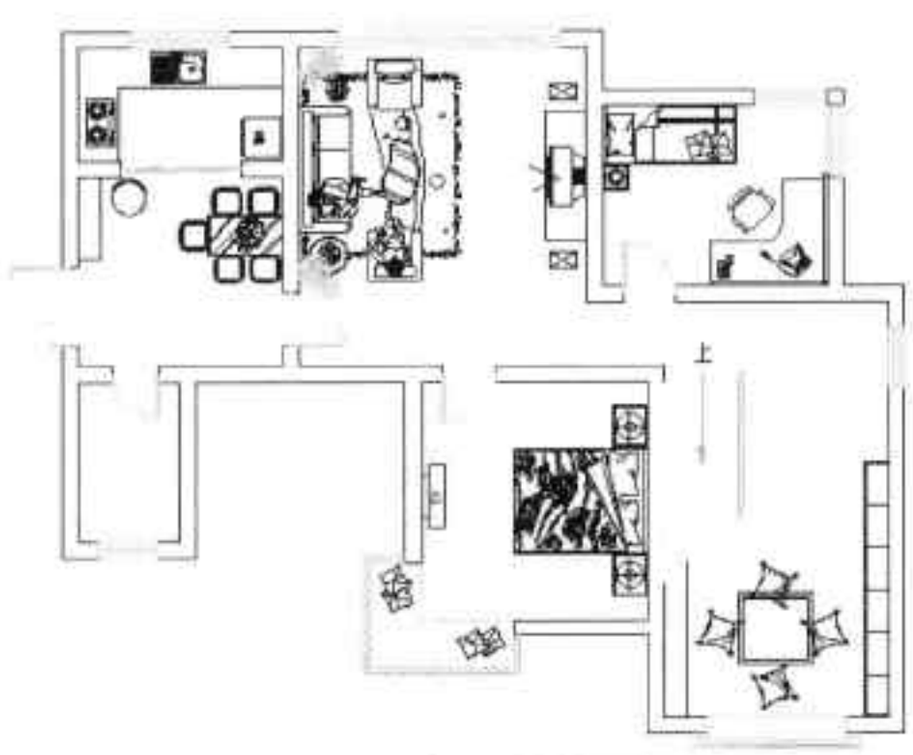

图18-13 插入其他图块
Step 13 按照同样的操作方法，插入餐桌、衣柜、炉灶、休闲座椅等图块，结果如图 18-13 所示。